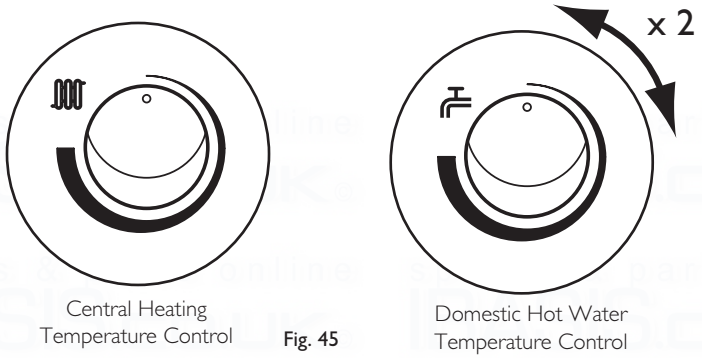

Fig. 45
3. Turn both temperature control knobs fully anticlockwise, then quickly turn the DHW temperature knob 1/4 clockwise twice and back fully anticlockwise (Fig. 45).